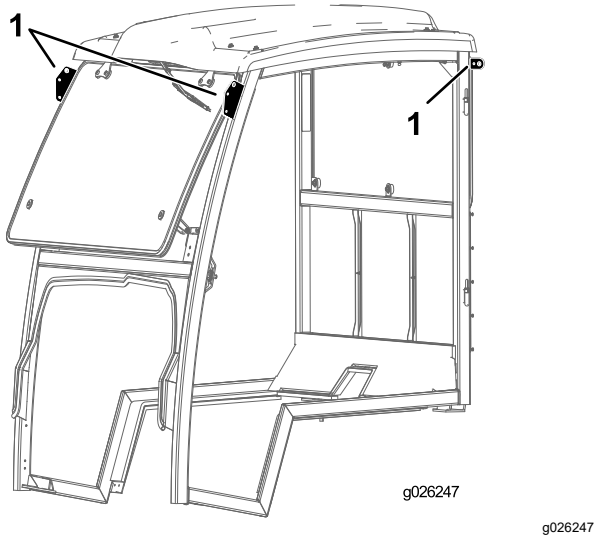

Figur 31
5. Håll hyttramen med hjälp av lyftpunkterna och placera den på maskinen (Figur 31).